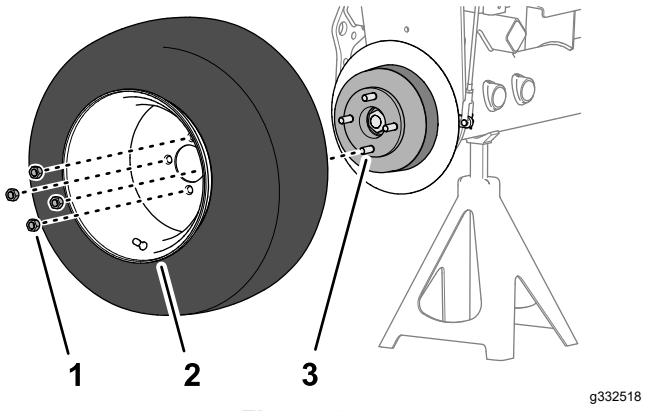

Figur 76
1. Monter hjulet til navet med de fire hakemutterne (Figur 76), og stram til hakemutterne for hånd.